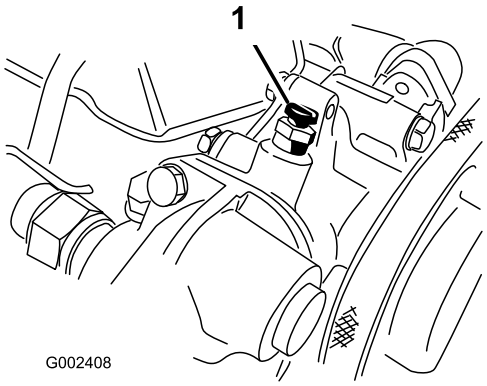

**Figur 61**
6. Åbn udluftningsskruen øverst på vandpumpen (Figur 61).